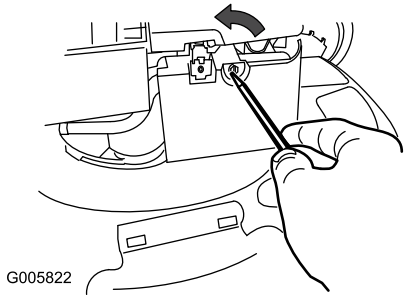

Figur 16
1. Brug en skruetrækker til at åbne luftfilterdækslet (Figur 16).